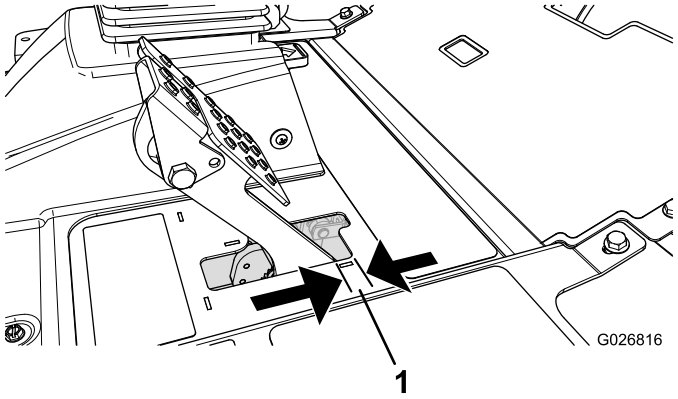

Figur 51
Juster bremserne, hvis bremsepedalen har mere end 2,5 cm fri vandring (Figur 51), eller hvis mere fastholdelseskraft er påkrævet. Fri vandring angiver den afstand, som bremsepedalen kan flyttes, før du mærker bremsemodstand.
2. Tilspænd den bageste møtrik for at flytte kablet bagud, indtil bremsepedalerne har 6,3 til 12,7 mm fri vandring (Figur 51), før hjulene låser.